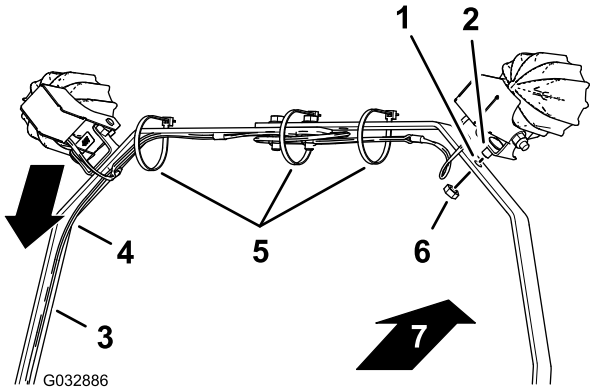

Bild 12
1. Fluchten Sie die Lampenhalterungen mit den Linsen der Lampen zur Vorderseite der Maschine aus (Bild 12).
2. Fluchten Sie den Kabelbaum mit dem linken Riemen der Lampenleiste aus, wie in Bild 12 abgebildet.
3. Fluchten Sie die kurze Schlossschraube, die Sie an der Befestigungshalterung für die LED-Lampe befestigt haben, mit dem Loch im Riemen der Lampenleiste aus (Bild 12).
4. Befestigen Sie die LED-Lampe und die kurze Schlossschraube mit einer Mutter am Riemen der Lampenleiste (Bild 12).
7. Befestigen Sie den Kabelbaum mit Kabelbinden an den Riemen der Lampenleiste, wie in Bild 12 abgebildet.